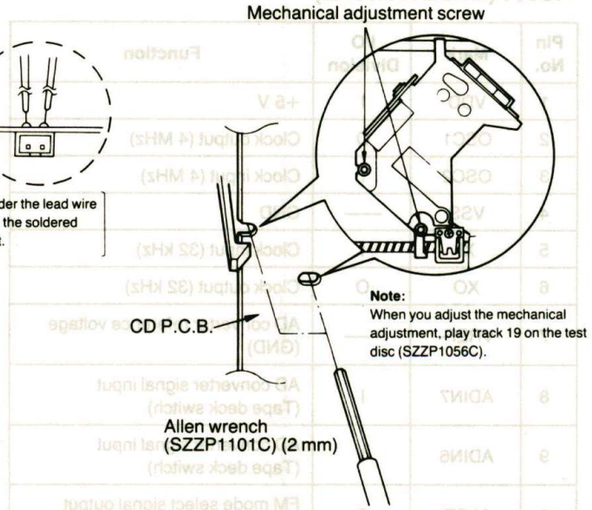

Fig. 6
4. Alternately adjust the two mechanical adjusting screws with the 2.0 mm allen wrench (SZZP1101C) until the RF signal amplitude variation on the oscilloscope is minimized. (Shown in Fig. 6)